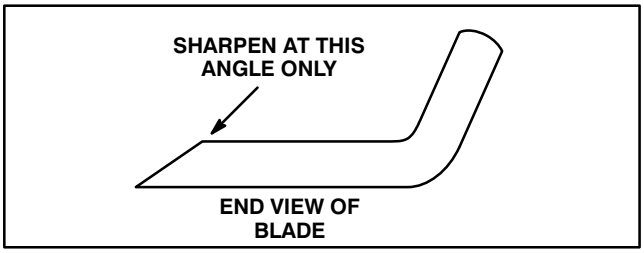

Figure 30
3. Examine cutting edges of all blades. Sharpen the cutting edges if they are dull or nicked. Sharpen only the top of the cutting edge and maintain the original cutting angle to make sure of sharpness (Fig. 30). The blade will remain balanced if same amount of metal is removed from both cutting edges.